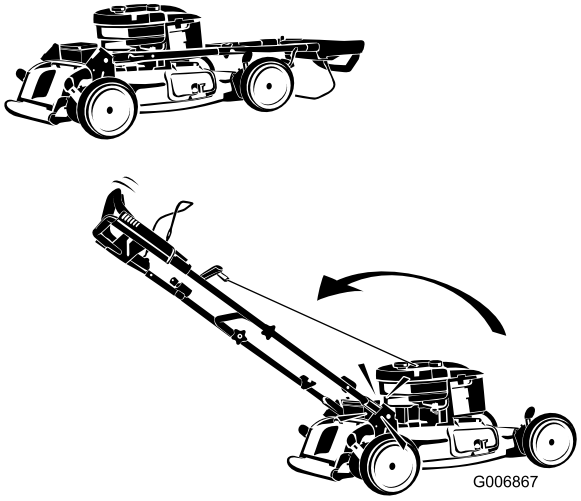

Bild 6
3. Drehen Sie den Griff nach hinten (siehe Bild), bis er einrastet (Bild 6).